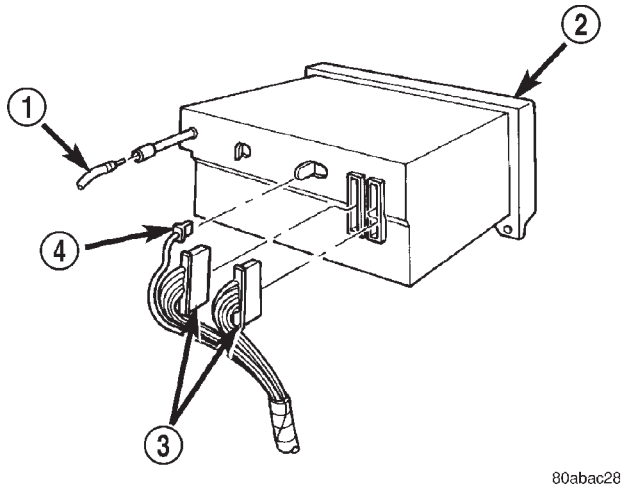

Fig. 9 Radio Receiver Connections - Typical
(4) Pull the radio receiver out from the instrument panel far enough to access the instrument panel wire harness connectors and the antenna coaxial cable connector (Fig. 9).
(5) Disconnect the instrument panel wire harness connectors and the antenna coaxial cable connector from the receptacles on the rear of the radio receiver.
(6) If so equipped, remove the screw that secures the ground wire to the back of the radio receiver chassis.
(7) Remove the radio receiver from the instrument panel.